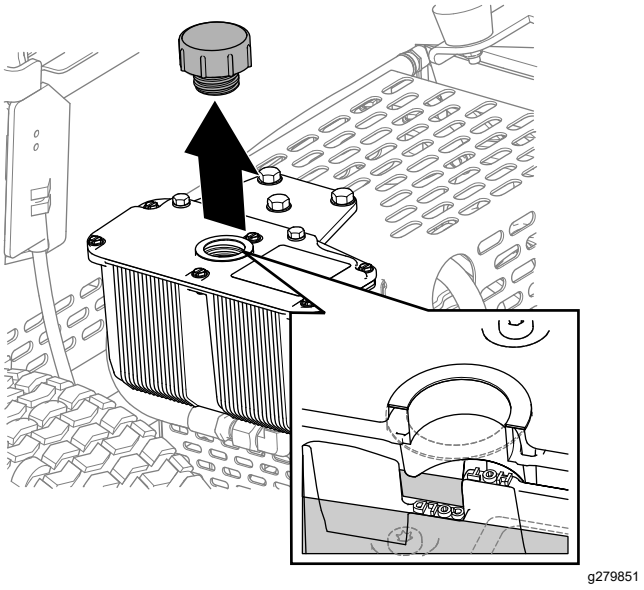

**Figur 36**
3. Avlägsna locket och kontrollera hydraulvätskenivån i tanken (Figur 36).